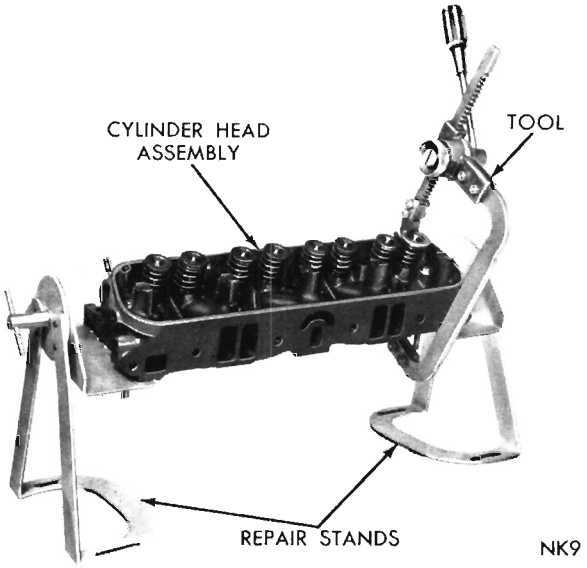

Fig. 12—Compressing Valve Spring
(1) With cylinder head removed, compress valve springs using Tool C-3422A, as shown in Fig. 12.
(2) Remove valve retaining locks, valve spring retainers, valve stem cup seals and valve springs.
(3) Before removing valves, **remove any burrs from valve stem lock grooves to prevent damage to the valve guide. Identify valves to insure installation in original location.**